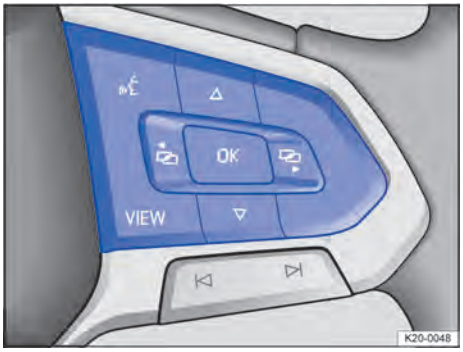

**Fig. 10** Lado derecho del volante multifunción: teclas para utilizar los menús y las indicaciones informativas del panel de instrumentos.
Mientras haya una advertencia con prioridad 1, no se podrá acceder a ningún menú → pág. 19. Algunas advertencias se pueden confirmar y ocultar con la tecla OK → fig. 10 del volante multifunción.
2. Si se muestra un mensaje o el pictograma de un vehículo, pulse la tecla OK → fig. 10; si es necesario, varias veces.
3. Para mostrar los menús y moverse dentro del menú, pulse la tecla ⊟ o ⊞ → fig. 10.
4. Para abrir el menú o la indicación informativa que se muestre, pulse la tecla OK → fig. 10 o espere unos segundos hasta que el menú o la indicación informativa se abra automáticamente.
1. En el menú visualizado, pulse la tecla con flecha △ o ▽ hasta que se marque la opción de menú deseada → fig. 10.
2. Para realizar las modificaciones deseadas, pulse la tecla OK → fig. 10.
1. Pulse la tecla ⏪ o ⏩ → fig. 10.
— Para cambiar entre el menú actual y el anterior, pulse la tecla VIEW → fig. 10, → pág. 20.